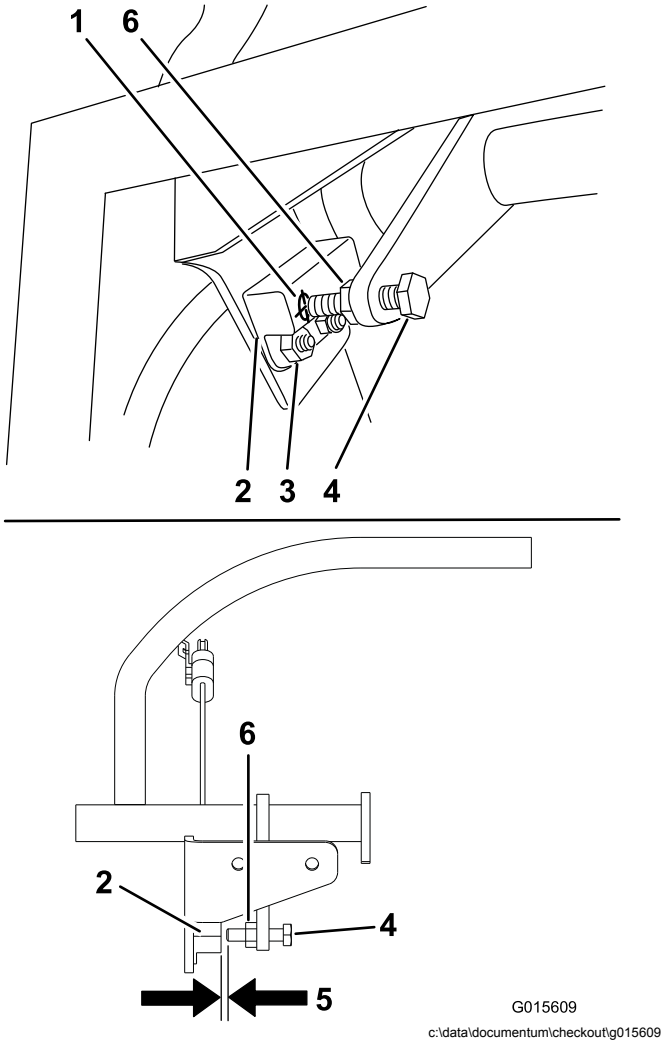

Figur 56
1. Kontroller, at bolten, der er monteret på bevægelseshåndtaget, er rettet ind efter nærhedsafbrydermålet (Figur 56).
2. Om nødvendigt kan du løsne boltene og justere nærhedsafbryderen, indtil målet er rettet ind efter bolten, der er monteret på bevægelseshåndtaget (Figur 56).
3. Kontroller afstanden fra bolten til nærhedsafbryderen. Den skal være mellem 0,51 og 1,02 mm som vist i Figur 56.
5. Stram kontramøtrikken, når du har justeret bolten (Figur 56).